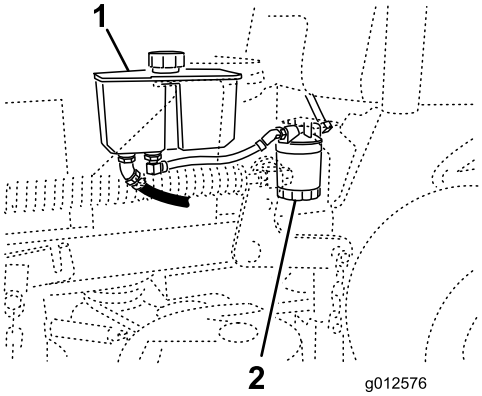

Figur 74
3. Find filteret, og placer dræningsbakken under filteret (Figur 74).